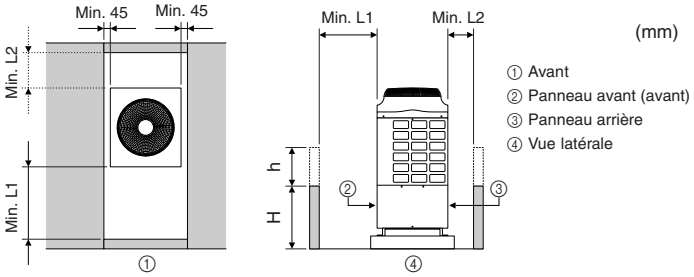

Fig. 2-7
(4) Lorsque l'appareil est encastré dans des murs (Fig. 2-7)